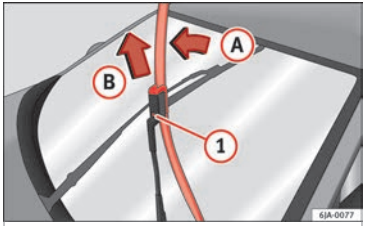

Fig. 136 Windscreen wiper blades.
– Lift the windscreen wiper arm away from the glass moving the blade slightly in the direction of the arm – arrow (A) ››› **Fig. 136**.
– Unlock the catch (1) with the other hand and remove the blade in the direction of arrow (B).